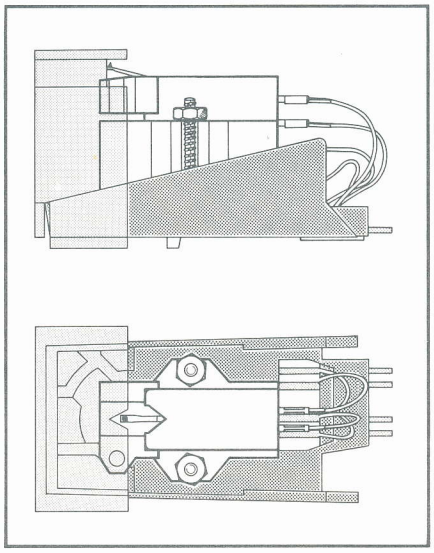

Fig. 12
1. Pour monter la cellule, retirez le porte-cellule du bras ⑤ en repoussant la poignée du bras ④ vers l'arrière. Maintenez la cellule qui tombe après ouverture du verrouillage.
2. Fixez la cellule sur le porte-cellule en utilisant les accessoires joints à la cellule. Vérifiez que la cellule est montée à l'emplacement géomètrique correct dans le porte-cellule. (fig. 12).